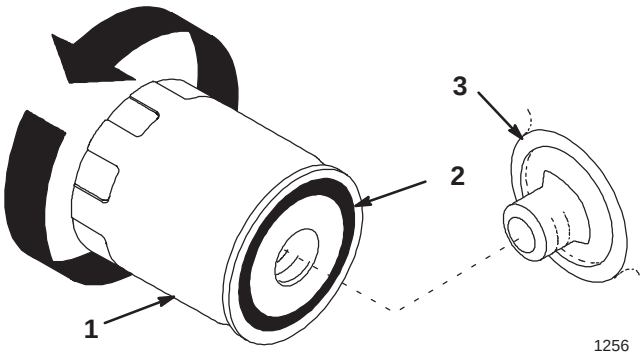

Bild 47
2. Entfernen Sie den Filter der Antriebsachse und wischen die Dichtfläche am Anbaustutzen (Bild 47) ab.
3. Ölen Sie die Gummidichtung am Austauschfilter (Bild 47) leicht mit Frischöl ein.
4. Drehen Sie den Austauschfilter der Antriebsachse auf den Anbaustutzen auf. Drehen Sie den Filter im Uhrzeigersinn, bis die Gummidichtung den Anbaustutzen berührt. Ziehen Sie ihn dann um eine weitere 3/4-Umdrehung fester (Bild 47).